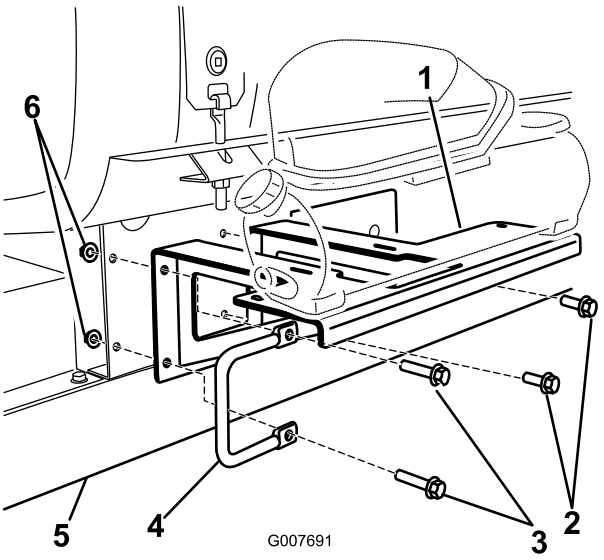

Figuur 6
3. Monteer de beugel op het frame met 2 bouten (3/8 x 1-1/4 inches), 2 ringen (3/8 inch) en 2 flensmoeren (3/8 inch) uit de losse onderdelen en de linkerhandgreep en bevestigingen die u eerder verwijderd hebt (Figuur 6).